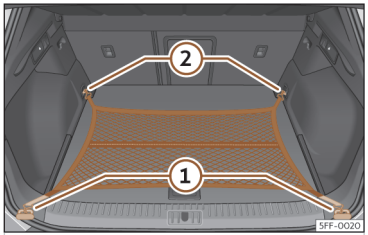

Abb. 180 Im Gepäckraum: flach eingehängtes Gepäckraumnetz.
- Hängen Sie die Haken in die Verzurrösen ein ››› **(Abb. 180)** ① und ② ››› ⚠. Der Reißverschluss des Gepäckraumnetzes muss dabei nach oben zeigen.